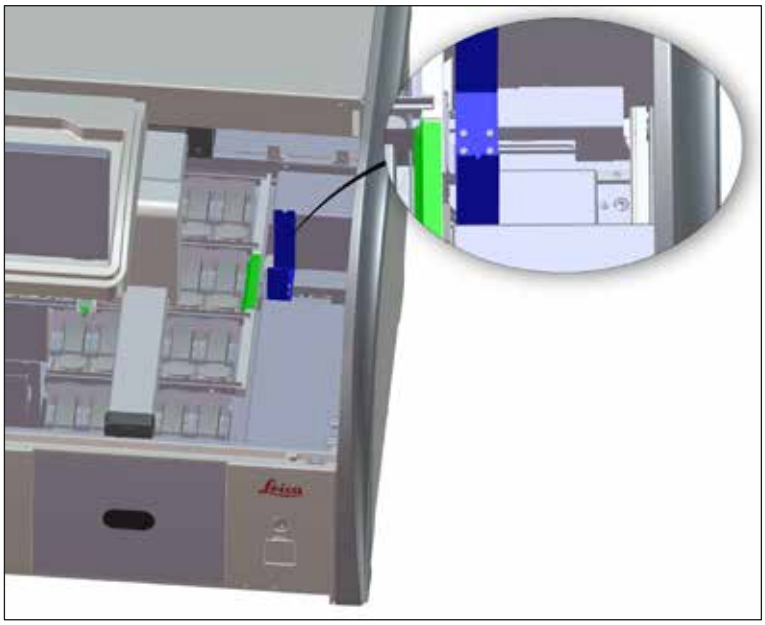

Fig. 97
- Se etter og fjern eventuelle reagensrester i overføringsstasjonen (→ "Fig. 97") regelmessig. Bruk et mildt rengjøringsmiddel med nøytral pH-verdi.